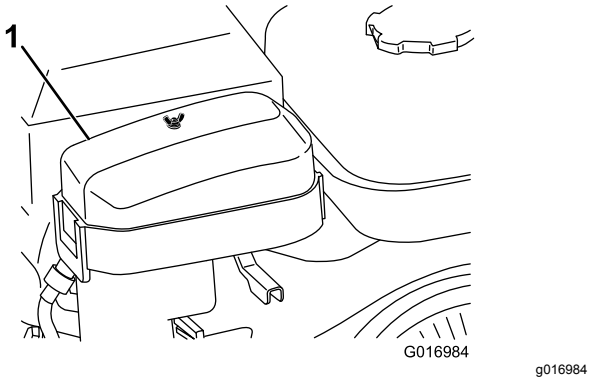

Rysunek 31
2. Usuń nakrętkę motylkową mocującą pokrywę filtra powietrza i zdejmij pokrywę (Rysunek 31).